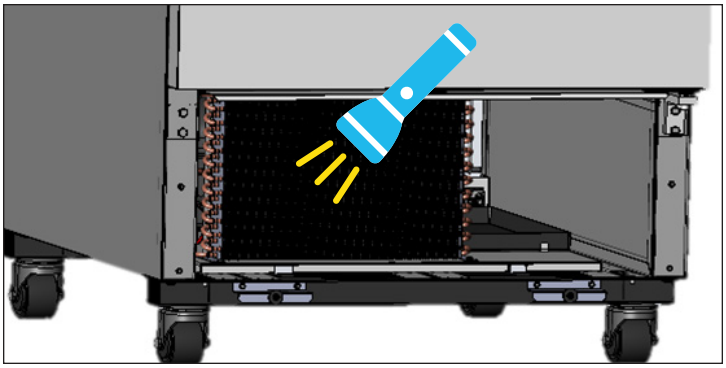

***Fig. 4.*** Verify all blockages have been removed.
4. With dirt removed from the surface of the coil, use a flashlight to verify that you can see through the coil and observe the condenser fan blade spinning. See fig. 4.